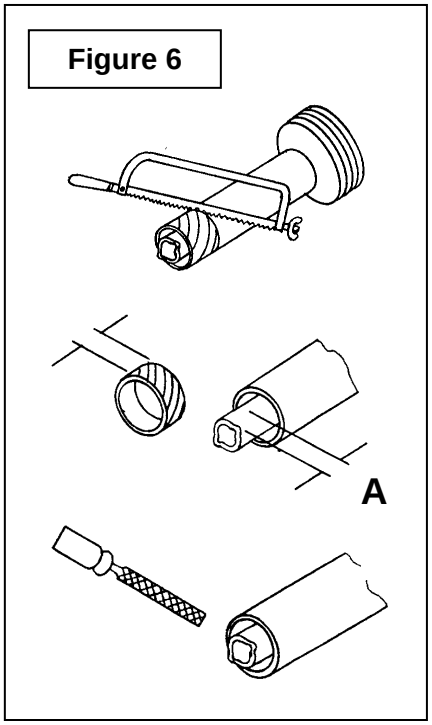

Figure 6
5. Couper le garde une seconde fois pour laisser la même distance entre la fin du garde et la fin de l'arbre qui existait auparavant. Pour obtenir la distance "A" approprié illustré à la figure 6 couper le garde selon le tableau ci-dessous: